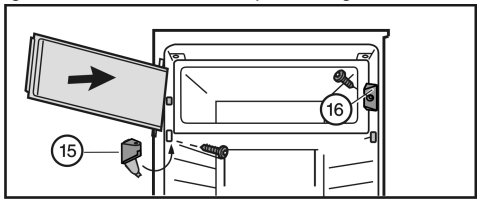

Fig. 8
▶ Montați piesa de blocare *Fig. 8 (16)*.
▶ Montați suportul de lagăr *Fig. 8 (15)* și închideți capacul.